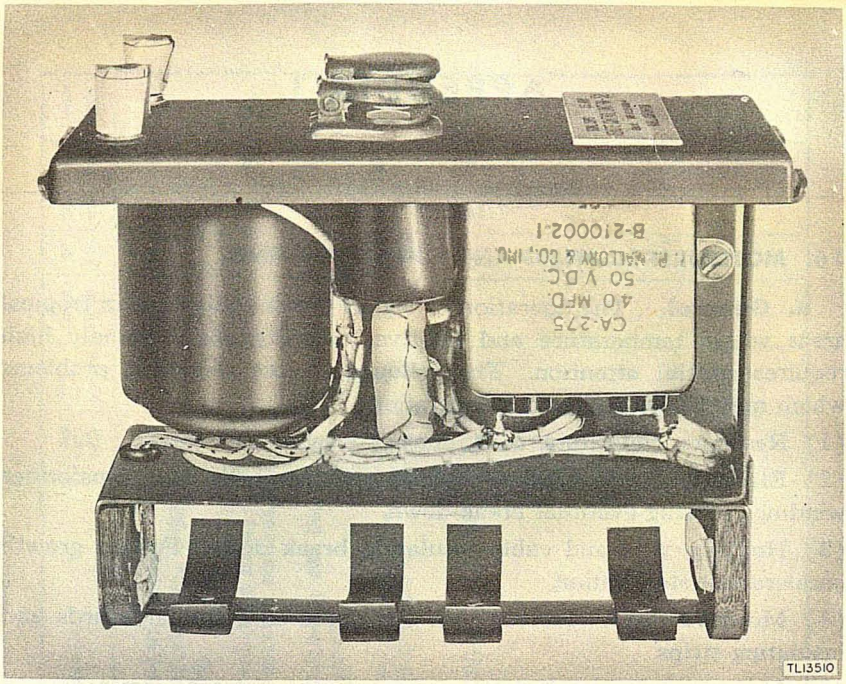

Figure 13. Masking of Remote Control Unit RM-52.
(3) MASKING. Cover the following components with masking tape as shown in figure 13.